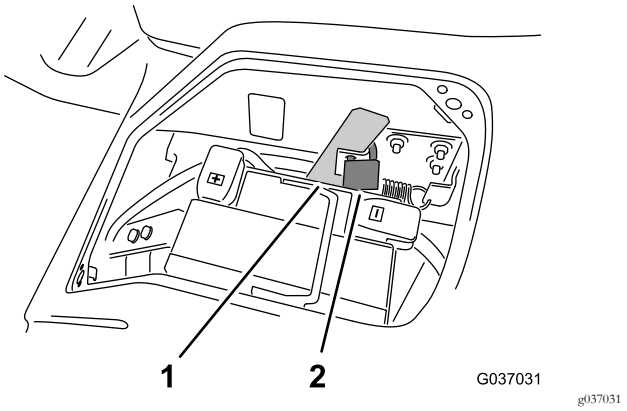

図 2
2. 運転台のラッチハンドルを固定しているパッドロックがある場合には、外す図 2。